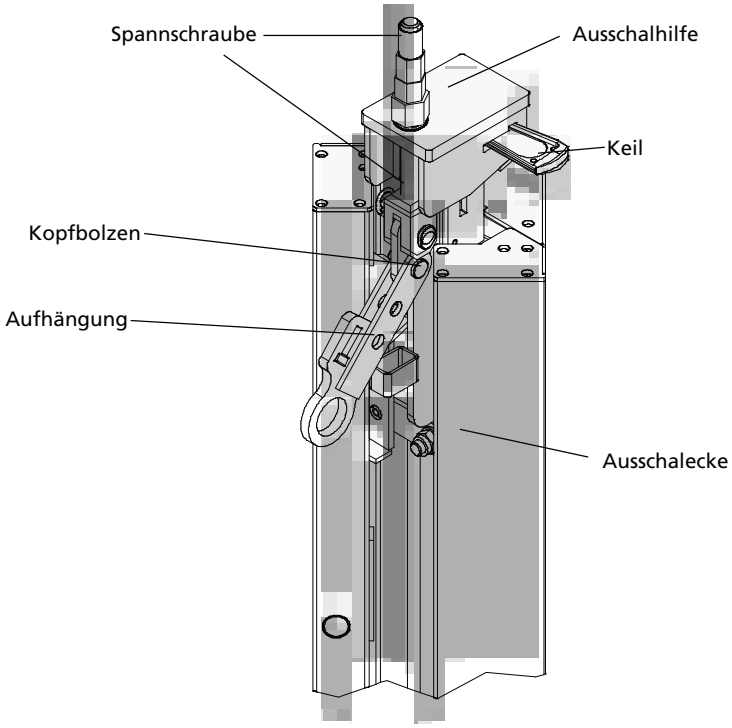

Abb. 31.2
1. Die Ausschalhilfe wird auf das Kopplungsstück an der Oberseite der Ausschalecke aufgesetzt. Die Aufhängung der Ausschalecke muss hierbei nach unten geneigt sein (Abb. 31.2).
2. Die Befestigung an der Ausschalecke erfolgt mit dem an der Spannschraube der Ausschalhilfe integrierten Kopfbolzen 16/40 und Federstecker 4 (Abb. 31.2).
3. Zur Fixierung der Ausschalhilfe wird der an der Ausschalecke befestigte Keil in die Öffnung im Seitenteil der Ausschalhilfe geschlagen (Abb. 31.2).